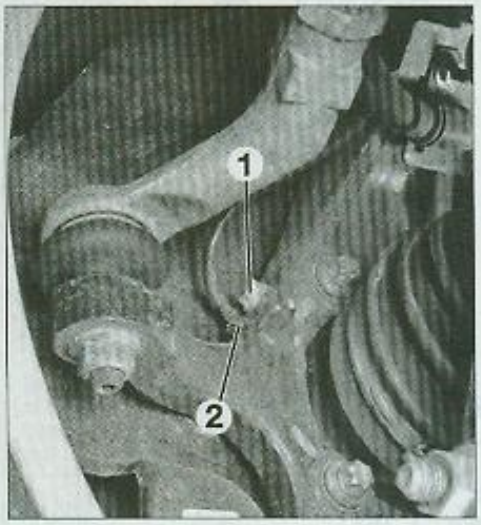

FIG. 22
- Débrancher le connecteur du capteur dans le passage de roue (**Fig.22**).